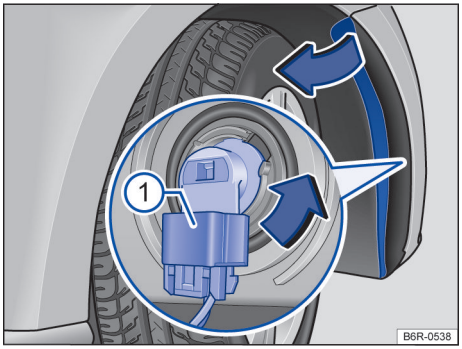

Fig. 108 Substituir a lâmpada incandescente do farol.
6.	Retirar o conector de alimentação da lâmpada → Fig. 108 ①, pressionar, ao mesmo tempo, a trava de fixação do conector.
7.	Girar o soquete da lâmpada → Fig. 108, **no sentido anti-horário** da seta até o batente, e desencaixá-lo do alojamento.
12.	Encaixar o conector de alimentação → Fig. 108 ① no soquete da lâmpada. O conector precisa encaixar audivelmente.